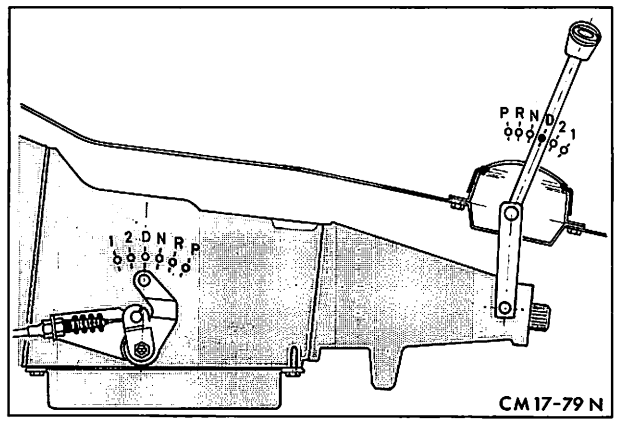

Abb. 31 Handwählhebel und Wählhebel – Getriebe in Schaltposition „D"
24. Handwählhebel und Wählhebel – Getriebe in Schaltposition „D" bringen. Abb. 31. Anschließend Schaltstange, wie unter Pos. 17 673 beschrieben, montieren, einstellen und sichern.